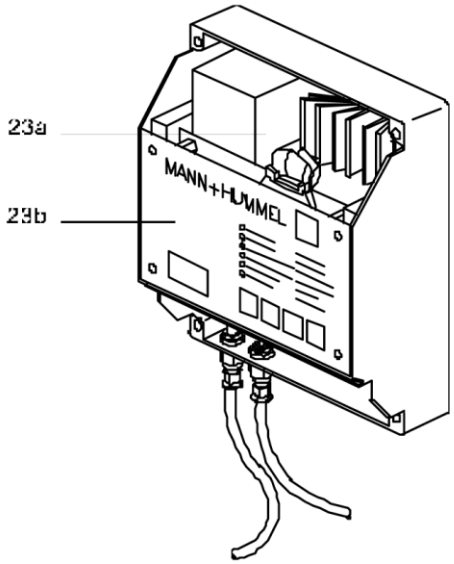

Рисунок 8.2.4.-1
- Осторожно откиньте панель управления (23b) (см. рисунок 8.2.4.-1).